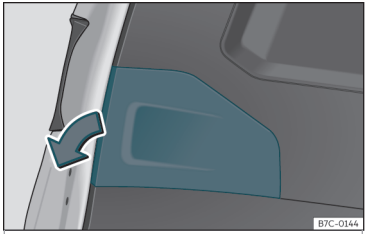

Fig. 49 Portón trasero abierto: retirar la tapa.
– Retire la tapa del portón en la dirección de la flecha ››› **fig. 49**.